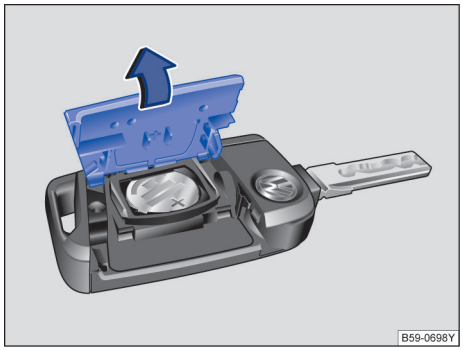

图 48 汽车钥匙：打开电池盒盖
– 用一合适的器具（例如，硬币）沿→ 图 48 箭头方向拆下汽车钥匙后侧的盖板→ ⓘ。
– 安装电池盖板，然后沿→ 图 48 箭头相反方向将其扣到汽车钥匙上，直至其卡定。